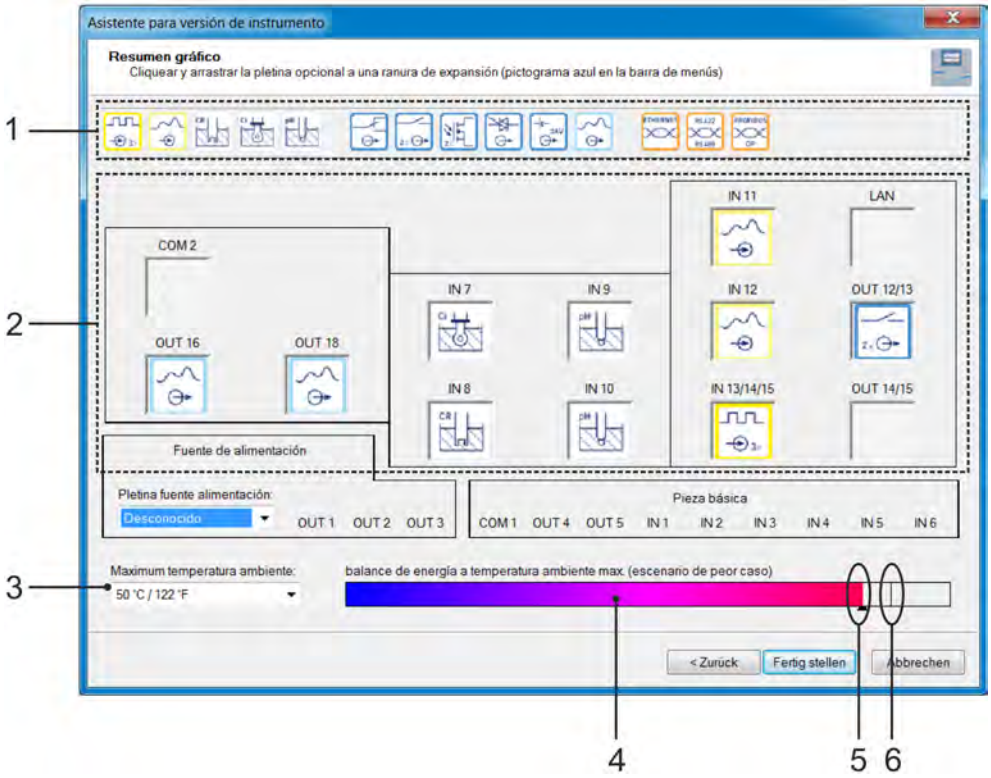

Fig. 98: Vista general gráfica
7. Aquí podrá colocar, desplazar y quitar ahora las placas de opciones deseadas simplemente mediante arrastrar y soltar (Fig. 98 , pos. 1) de forma simbólica en las ranuras de inserción correspondientes (Fig. 98 , pos. 2).
A este respecto, el gráfico de barras «Balance energético» (Fig. 98 , pos. 4) representa el calentamiento que se espera del interior de la carcasa. Aquí se tiene en cuenta la totalidad de la liberación de calor a través de la parte básica y la fuente de alimentación y de las placas de opciones, así como la influencia de la temperatura ambiente predefinida (Fig. 98 , pos. 3). La pequeña raya vertical en esta visualización (Fig. 98 , pos. 6) representa el límite que no debe superarse.
En caso de superarse el límite, el color del indicador en el gráfico de barras (Fig. 98 , pos. 5) cambiará de negro a rojo.